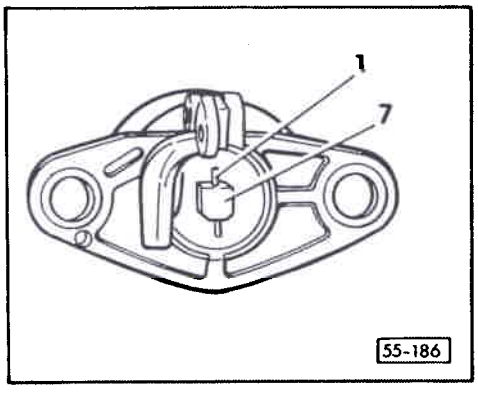

Fig. 1 Goupille de serrage : dépose
- Déposer - fig. 1
- Déposer et reposer - fig. 1